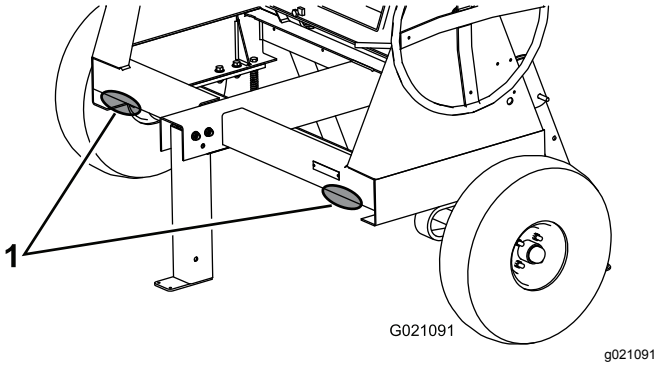

Figura 5
2. Coloque soportes fijos debajo del travesaño delantero del bastidor para evitar que la máquina vuelque hacia adelante (Figura 5).